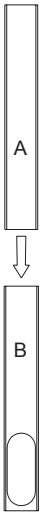

Fig1
1. Insert A board into B board according to arrowhead direction in Fig1 drawing.